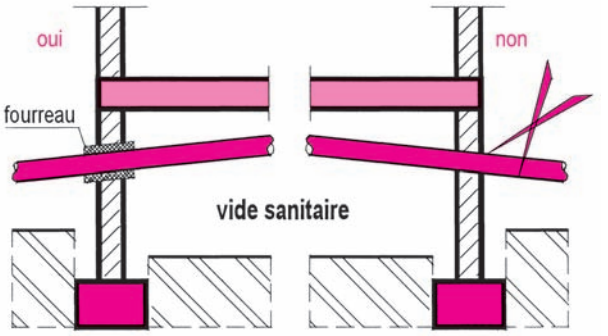

Fig. 18 : Traversée de mur de soubassement
- **Les traversées de plancher ou de mur** ou de mur doivent être avec des fourreaux, avec espace annulaire ou jeu colmaté en matériau inerte et souple (fig. 18).